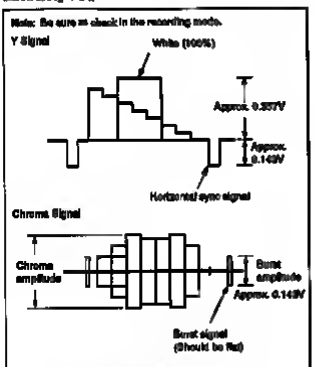

Fig. 7-3-2. Color bar signal of pattern generator
Connect the oscilloscope to Pin ⑥ of CN203 on VS board, and check that the sync signal of the Y signal is approximately 0.143 Vp-p and that the amplitude of the video section is approximately 0.357 Vp-p (When a VTR with the S VIDEO output terminal is used, also check that the chroma signal and burst signal have not mutated.) Connect the oscilloscope to Pin ⑥ of CN203 on VS board, and check that the burst signal amplitude of the chroma signal is approximately 0.143 Vp-p and flat, and that the amplitude ratio of the burst signal to the chroma signal is 0.30±0.66. The Y and chroma signals used in the adjustment are shown in Fig. 7-3-2